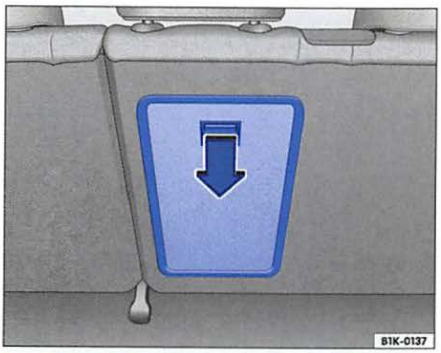

Fig. 58 In the luggage compartment: release button with mark
– Press down the release button ⇒ fig. 58 in the direction of the arrow and fold the cover toward the interior of the vehicle. When the cover is unlocked a red marking will be visible on the release button.